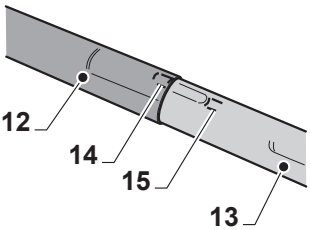

Fig. 8
- Unir les deux extensions rigides (12-13 Fig. 8) par l'alignement des deux points de référence (14-15 Fig. 8).